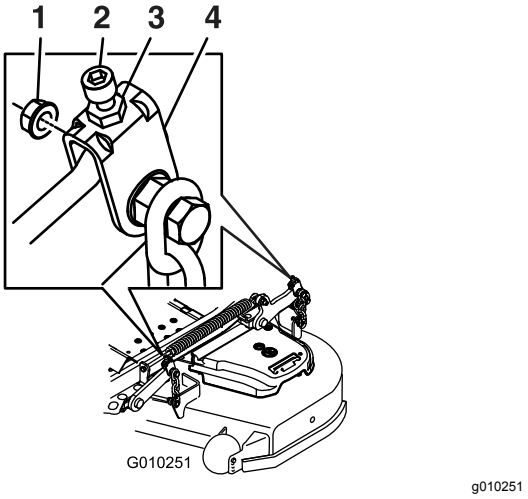

Figur 96
11. For plæneklipperskjold vist i Figur 96: Finindstil justermøtrikken på forreste skjoldløfteenhed ved at dreje den (Figur 96).
17. Finjuster justeringsskruen ved at dreje den til en højde på 8,3 cm (Figur 96).